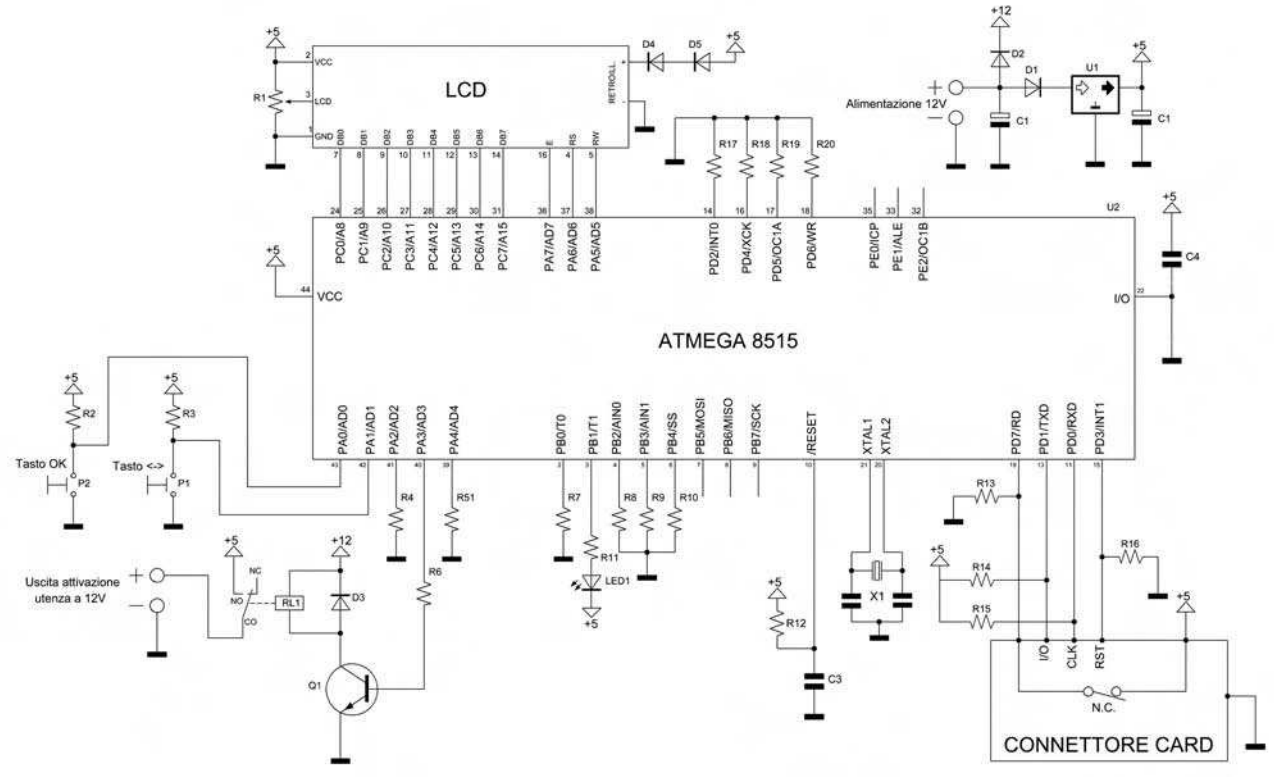

Figura 2 Schema elettrico
In figura 2 è mostrato il circuito elettrico del dispositivo. Il cuore del dispositivo è il microcontrollore ATMEGA8515 della ATMEL, componente a 44 piedini che viene fatto lavorare con un quarzo a 8 Mhz. La scelta del microcontrollore è stata consigliata dalla complessità del software e dalle periferiche impiegate. Il display LCD è di tipo parallelo per cui sono presenti le otto linee di dati e tre di controllo. Altre tre linee sono di alimentazione e di regolazione del contrasto che si regola con il trimmer. Le due linee restanti servono ad alimentare i Led per la retroilluminazione. Ne abbiamo utilizzati alcuni di colore blu che restituiscono un bell'effetto, ma abbiamo dovuto inserire due diodi in serie (presenti nel circuito elettrico) per abbassare la tensione da 5v a poco meno di 4V. Ovviamente è possibile utilizzare il display LCD senza retroilluminazione in tal caso il circuito di alimentazione dei Led è superfluo.
Per collegare il Connettore Card al circuito, è necessario rifarsi allo schema elettrico di figura 2. Per un esatto collegamento, occorre porre una particolare attenzione al connettore della Smart Card in quanto se ne trovano sul mercato di diversi tipi. Questi connettori hanno un pulsantino che segnala la presenza della Card quando questa viene inserita. I contatti del pulsantino possono essere normalmente aperti (NO) o normalmente chiusi (NC). Nel dispo-